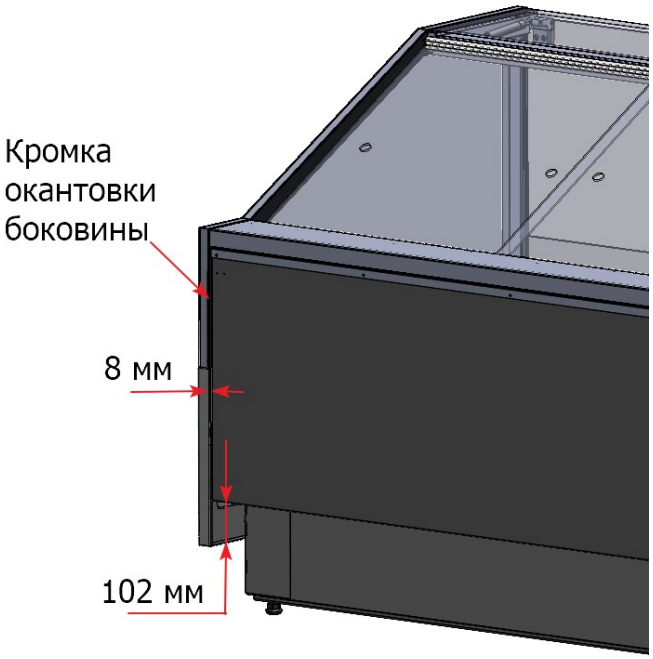

рис. 7
-через кронштейны столешниц шпилькой М6 и гайками с прессшайбой (рис.7).